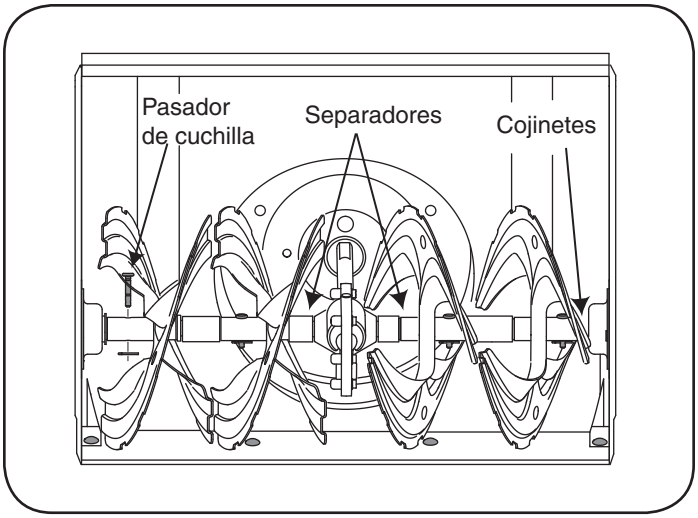

Figura 4
Al menos una vez por temporada, quite los pasadores de cuchilla del eje de la barrena. Rocíe lubricante al interior del eje, alrededor de los separadores. Asimismo, lubrique los cojinetes bridados que se encuentran en ambos extremos del eje. Vea la figura 4.
- Las barrenas están ajustadas al eje espiral con dos pasadores de cuchilla y pasadores de chaveta. Si la barrena golpea un objeto extraño o una barra de hielo, la máquina quitanieve está diseñada de manera que los pasadores se pueden cortar. Consulte la figura 4.